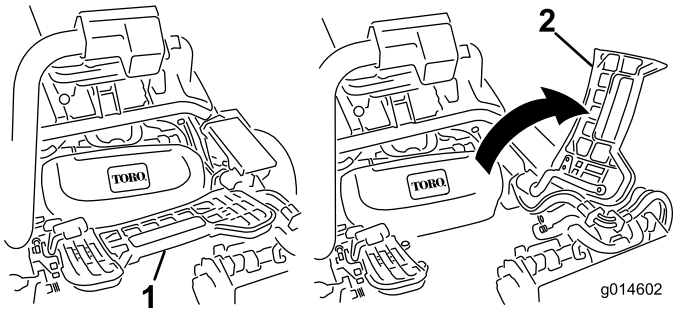

Figur 11
3. Skal du montere den midtre klippeenheten, må du løfte opp fothvileren og svinge den opp, slik at det er mulig å komme til stillingen til den midtre klippeenheten (Figur 11).